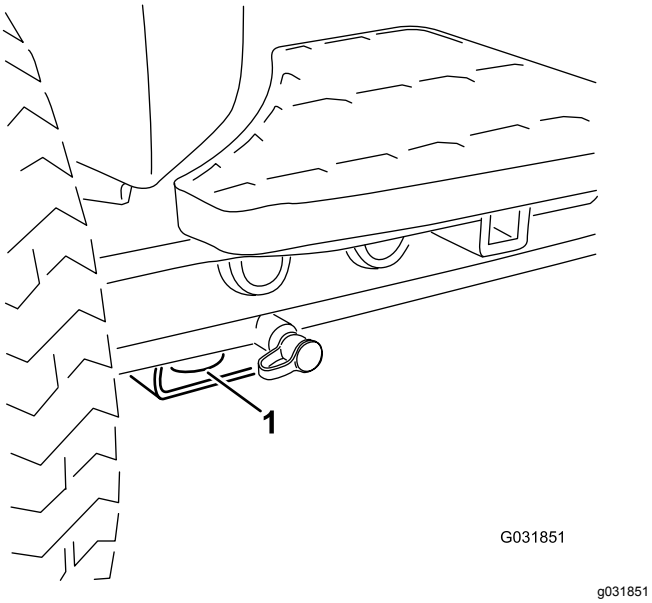

Figuur 72
- Voor – de opening in het rechthoekige blok, onder de asbuis, aan de binnenzijde van beide voorwielen (Figuur 72)